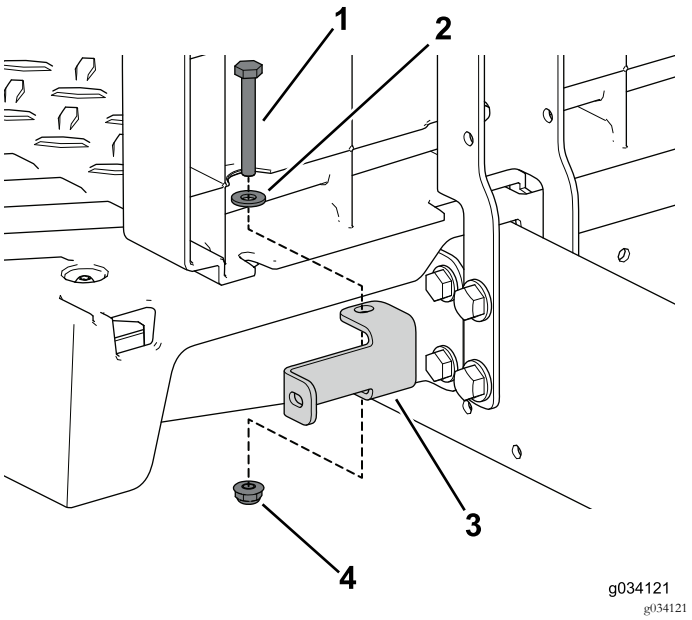

Figura 86
7. Utilize os dois parafusos flangeados (¼" x 2"), anilha e porca de bloqueio para prender o suporte do painel esquerdo e direito à máquina (Figura 86).
8. Utilize os quatro parafusos autorroscantes para prender a cobertura do lado esquerdo ao conjunto do banco (Figura 86).